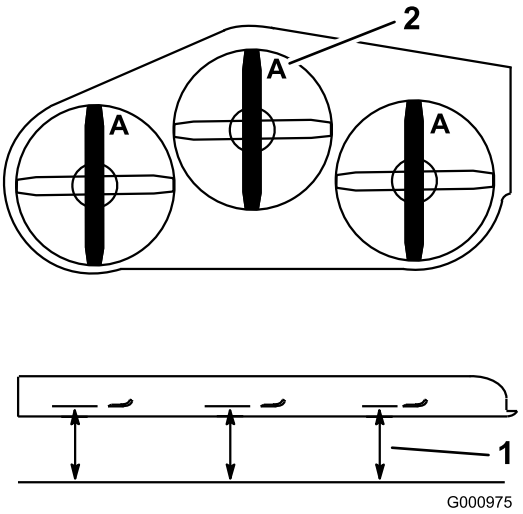

**Figur 77**
4. Mål fra en jevn overflate til kniveggen, posisjon **A**, på kniven (Figur 77 ).